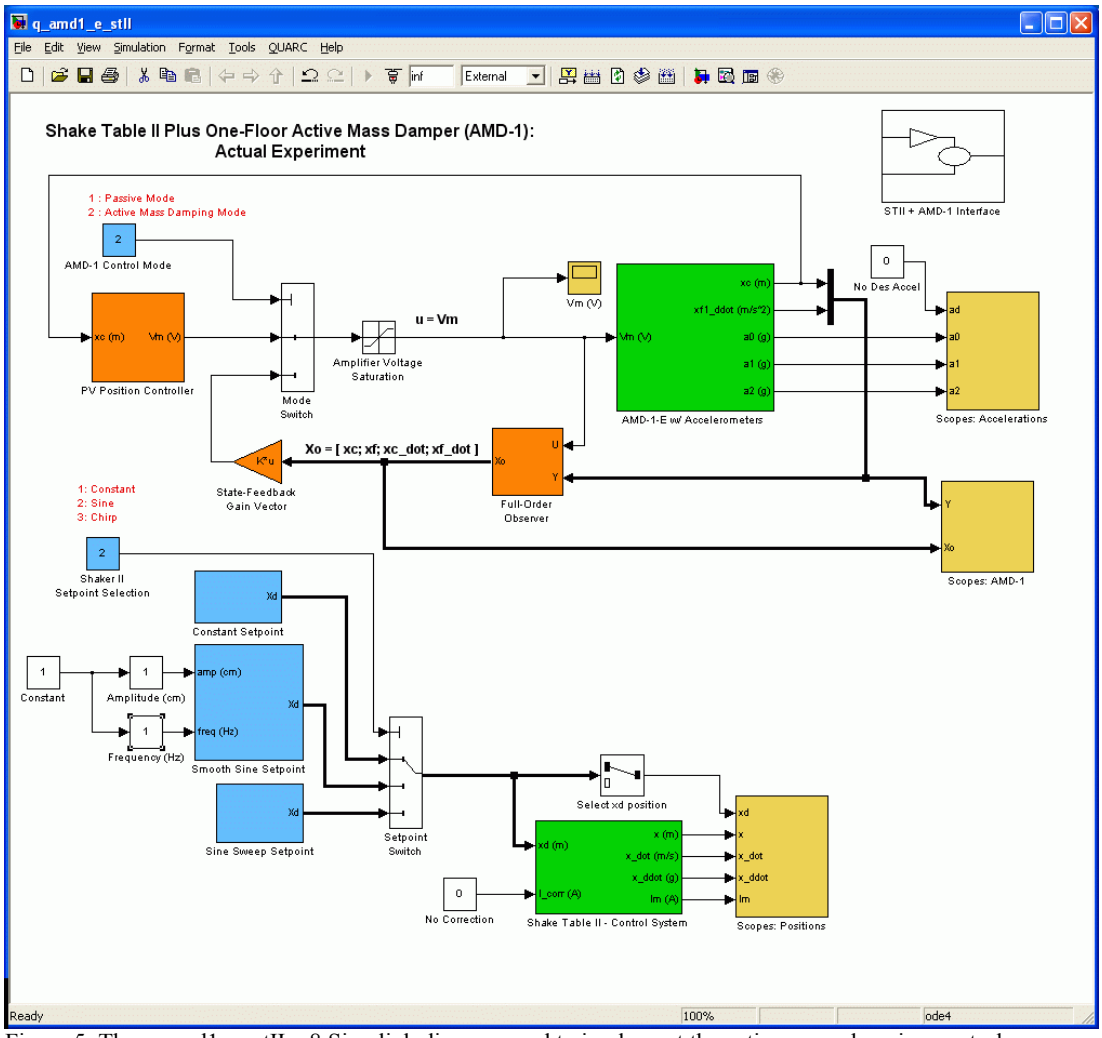

Figure 5: The q_amd1_e_stII_q8 Simulink diagram used to implement the active-mass damping control
1. Open the Simulink diagram *q_amd1_stII.mdl,* shown in Figure 5. This model runs your actual STII+AMD-1 plant by directly interfacing with your hardware through the QUARC blocks, similarly as in references [3] and [4].
6. As shown in Figure 5, there are three shake table setpoints that can be chosen: constant of 0, sine wave, or the chirp/sweep signal.